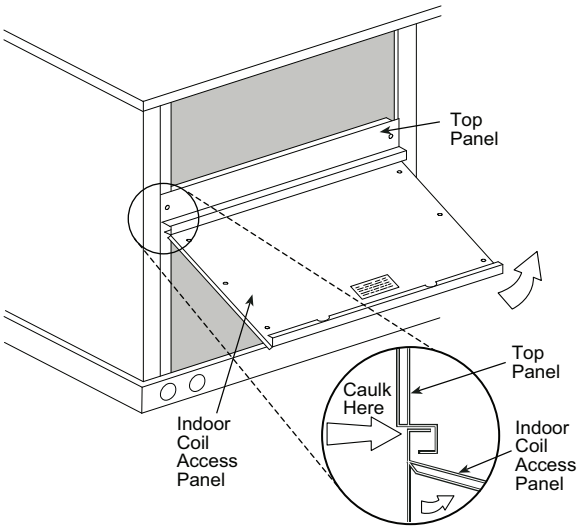

**Fig. 11 — Indoor Coil Access Panel Relocation**
1. The indoor coil access panel will be used as the top of the hood. Remove the screws along the sides and bottom of the indoor coil access panel. See Fig. 11.